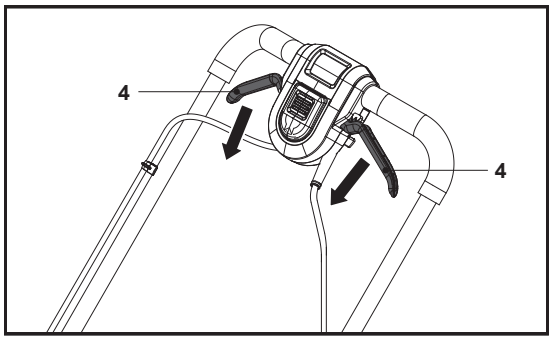

Fig. 15
Suelte las palancas de arranque (4) para detener el motor y la cuchilla (23) (Fig. 15).